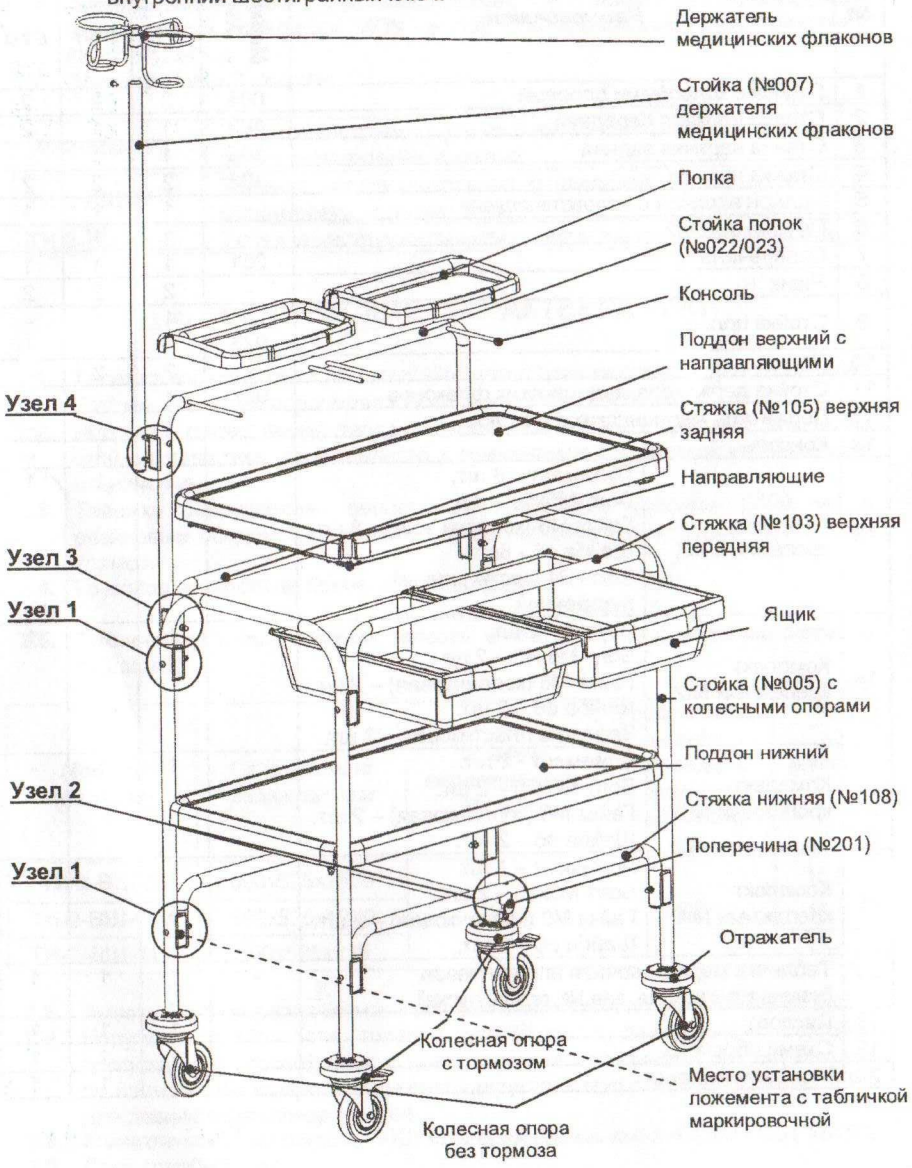

Рис. 1
4.1.1. На один из ложементов из комплекта крепежного №1 наклеить маркировочную табличку алюминиевую (название изделия, зав.№, год выпуска), предварительно сняв защитный слой с клеящейся поверхности. Место установки ложемента с табличкой указано на рис.1.